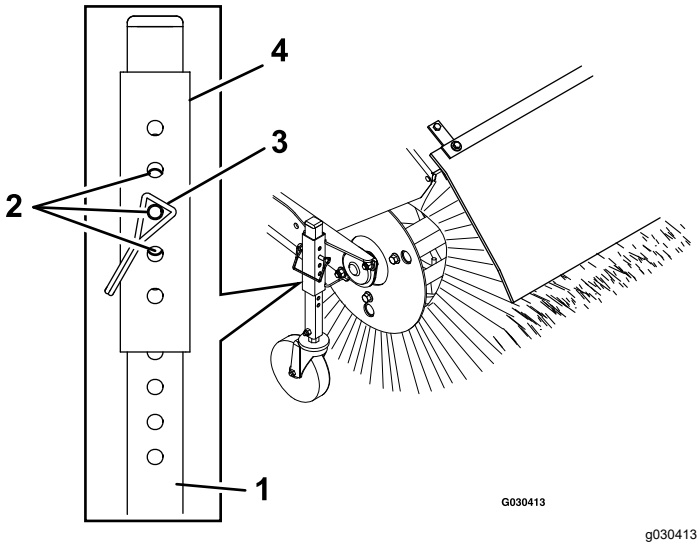

Figur 9
3. For at justere kostens højde – fjern og gem stiften fra justeringsmuffen og styrehjulsrøret (Figur 9).
5. Skub justeringsmuffen ét stifthul op eller ned på styrehjulsrøret for at justere kostens højde med 3 mm intervaller og opnå en finere justering (Figur 9). Gentag trin 3 til 5 på det andet styrehjul.